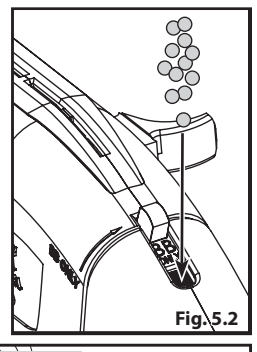

Fig. 5.2
- **e.** Vierta no más de 200 balines en el depósito/puerto de carga, a través de la posición de carga ("LOAD") de balines (Fig. 5.2)